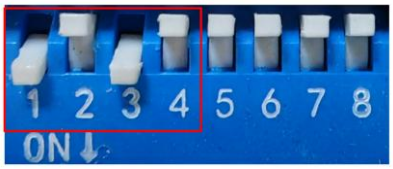

图 6.24 外部摇杆开环拨码开关设置
- 将拨码开关设置为 SW4=OFF（选择开环运行模式），SW1=ON，SW2= OFF，SW3= ON（选择外部摇杆控制方式），如图 6.24。